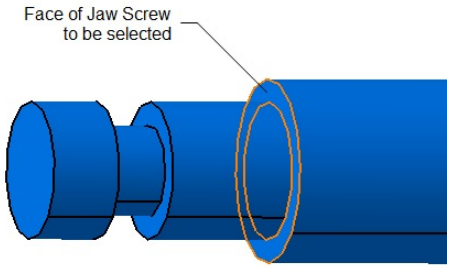

Figure 16-66 *Face of the Jaw Screw to be selected*
5. Select the face of the Jaw Screw that is close to the face selected earlier, refer to Figure 16-66. Note that in this figure, the remaining parts have been hidden for better visualization.